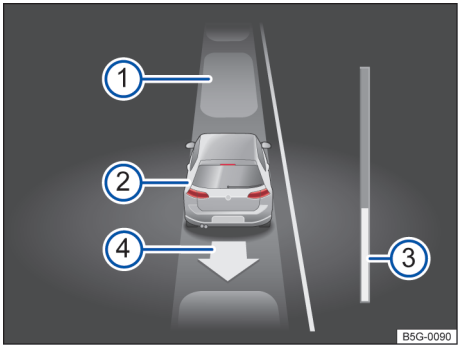

图 176 在组合仪表的显示器中：与车道平行的驶出
→ 图 176 的图例：
进度条→图 176 ③ 表示待行驶距离→第 169 页。